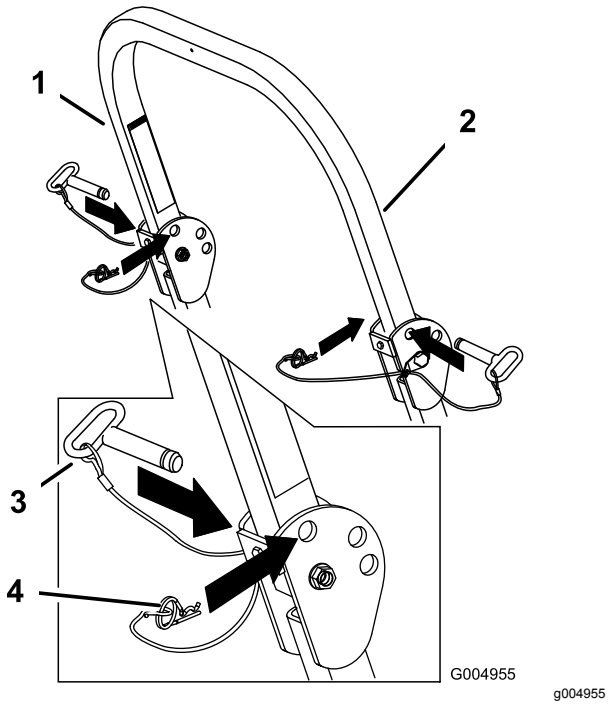

Figur 9
1. Fjern hårnålssplintene, og fjern de to pinnene (Figur 9).
3. Monter de to pinnene og fest dem med hårnålssplintene (Figur 9).
4. Fjern hårnålssplintene og de to pinnene for å heve veltebøylen (Figur 9).
5. Hev veltebøylen til oppreist stilling, monter de to pinnene og fest dem med hårnålssplintene (Figur 9).